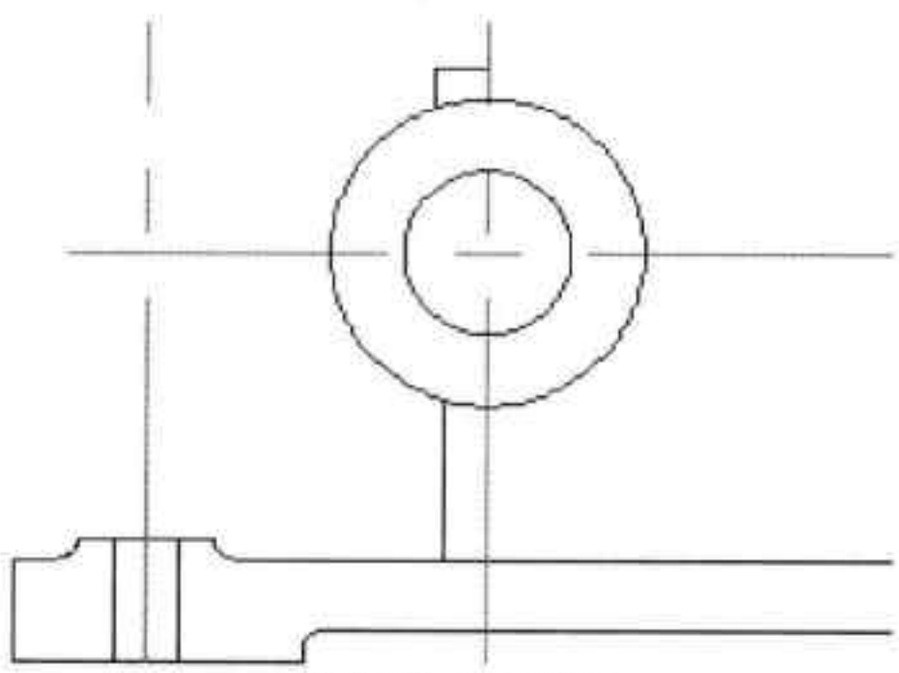

图21-74 修剪对象
Step 33 执行“修剪”命令，对圆与线段进行修剪，如图 21-74 所示。